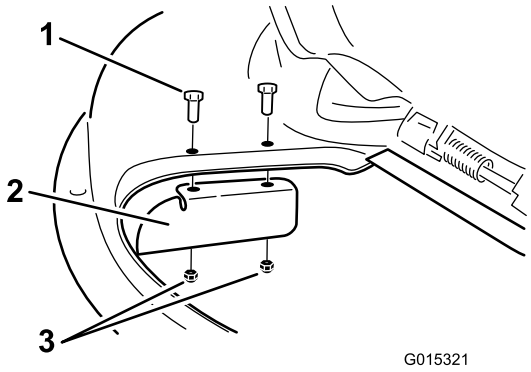

Figur 31
9. Montera kantskärmen på klippdäcket (Figur 31).
3. Ta bort kantskärmen från klippdäcket (Figur 31).